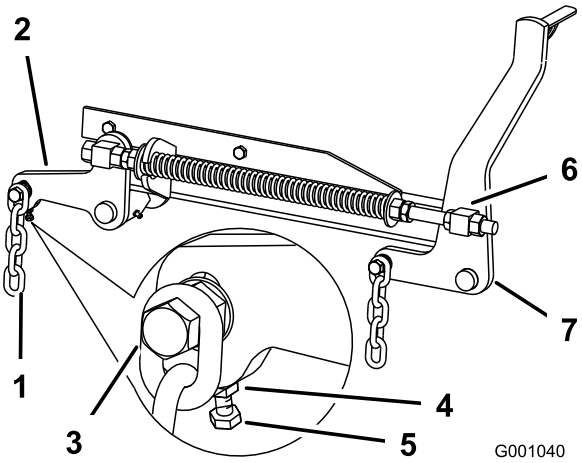

Figur 84
7. Om måtten vid punkt **B** eller **C** är felaktiga ska du lossa den bult som håller fast den bakre kedjan vid den bakre stödarmen (Figur 84).
8. Lossa kontramuttern under den bakre stödarmen och anpassa justerskruven så att du får ett mätvärde på 80–83 mm (Figur 84).
7. Lossa kontramuttrarna för de främre lekarna framtill på höger och vänster lekare ca 13 mm (Figur 84).
8. Justera lyftmuttrarna på både vänster och höger sida av maskinen så att du får en inställning som är 6 till 10 mm lägre fram vid punkt **A** än bak vid punkt **B** (Figur 84).